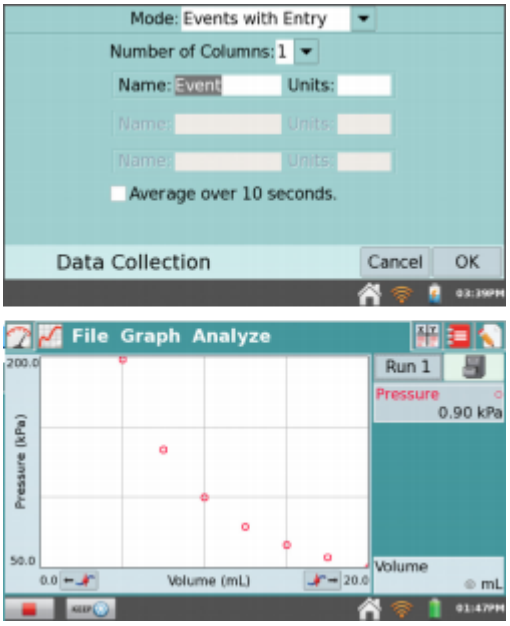

Fig. 2: Settings and Graph for Boyle's Law
3. Tap Sensors, then Data Collection. Change the data collection mode to "Events with Entry" from the drop-down menu. In the Name box, enter "Volume" and in units, "mL". Click the Graph icon in the top right-hand corner. The graph should be updated to Volume (mL) versus Pressure (kPa) (Fig. 2).